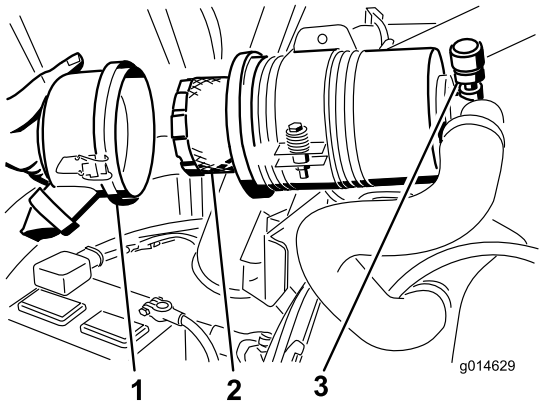

**Figuur 51**
3. Verwijder en vervang het filter (Figuur 51).